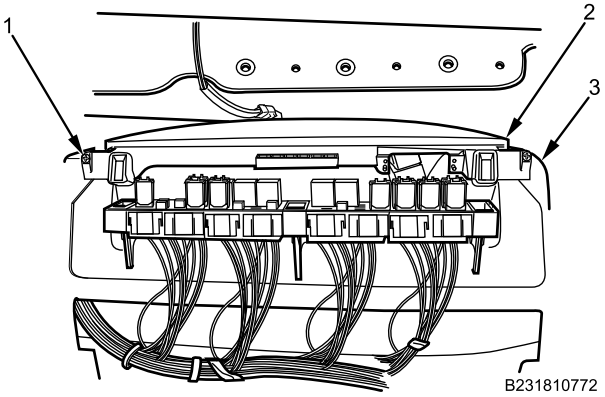

Figure 2. Upper IP Right Side Closeout.
2. Remove two screws (Figure 2, Item 1) from IP (Figure 2, Item 3).
3. Pull out upper IP right side closeout (Figure 2, Item 2).